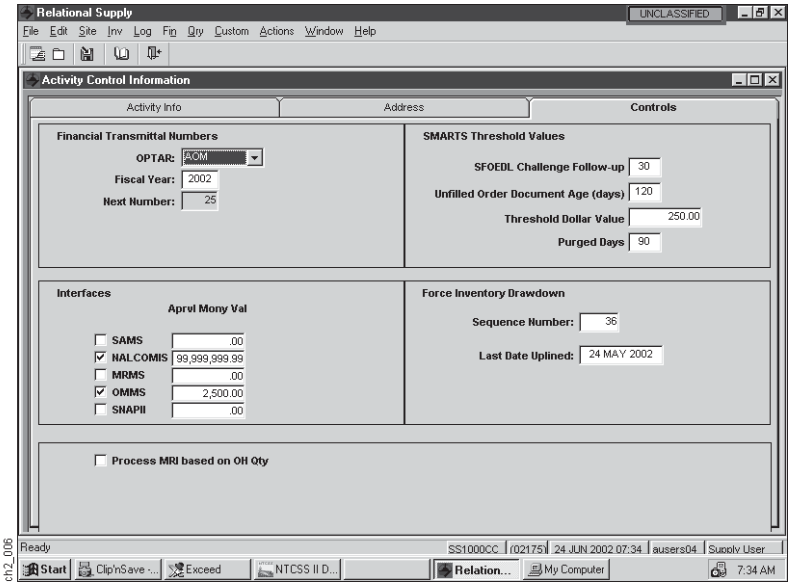

Figure 2-15
(1) Step 1. On the Activity Control Information Screen above (Figure 2-15), ensure the Controls Option (tab) appears enabled or select it to begin processing.
(2) Step 2. Enter data to the following mandatory data fields or type over the data already there;